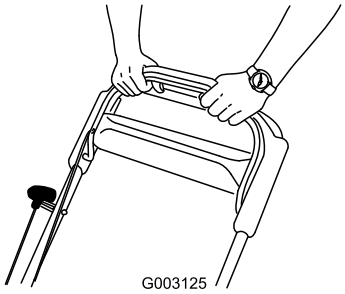

Bild 17
3. Halten Sie den Schaltbügel gegen den Bügel gedrückt (Bild 17).